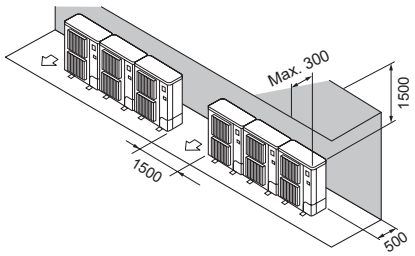

Fig. 2-14
(2) Solo ostacoli posteriori e superiori (Fig. 2-14)